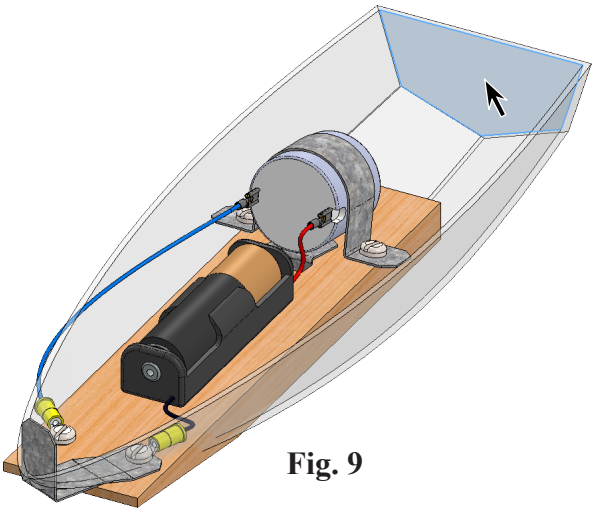

Fig. 9
Step 8. Click the **rear inside face of Hull**, **Fig. 9**.